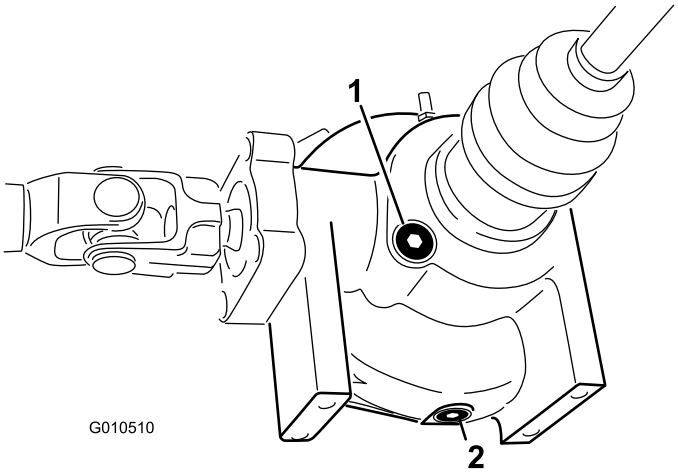

**Figur 51**
2. Gör rent runt avtappningspluggen på differentialens ena sida (Figur 51).